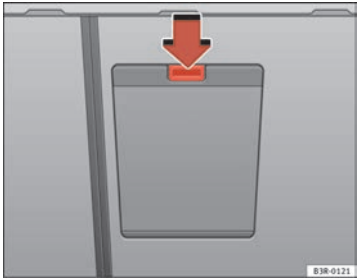

Fig. 119 Detailed view of the rear of the rear backrest: Ski bag cover
– Press the release catch for the ski bag cover ⇒ fig. 119 -arrow- and swivel the cover downwards.